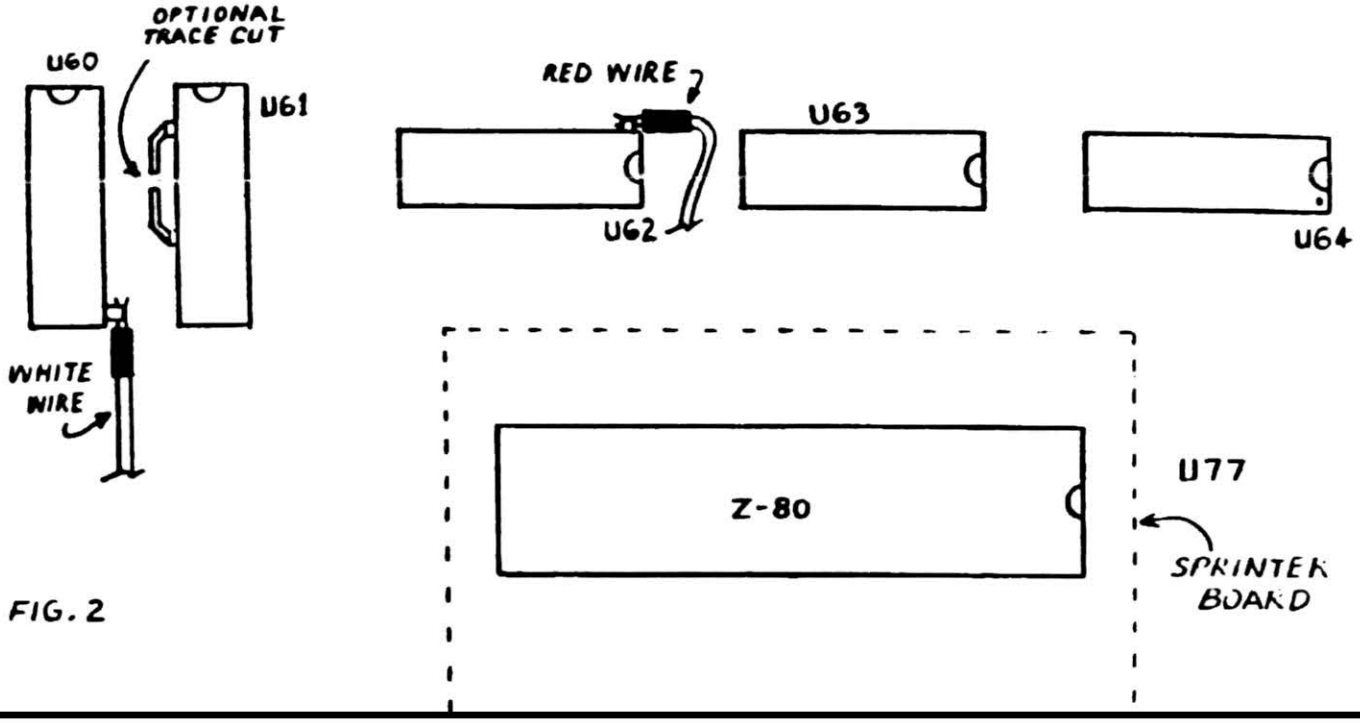

FIG. 2
<> Refering to fig. 2, push the solderless clip at the end of the red wire onto pin 1 of U-62 on the Model III main circuit board. Place a small piece of tape on or under the wire to keep it in place.
<> Referring once again to fig. 2, push the solderless clip on the end of the white wire onto pin 9 of U-60 (this is the VIDEO signal used to slow the SPRINTER III to normal speed during video operations.) * * SPECIAL NOTE * * YOU MAY BE ABLE TO USE YOUR SPRINTER WITH THE WHITE WIRE DISCONNECTED, ESPECIALLY IF YOU ARE RUNNING AT LESS THAN 5 MHz. YOU MAY WISH TO TRY THE SPRINTER WITHOUT THE WHITE WIRE CONNECTED, THEN CONNECT IT IF YOU HAVE VIDEO PROBLEMS. LEAVING THE WHITE WIRE DISCONNECTED MAY INCREASE THE OPERATING SPEED OF YOUR SYSTEM.
(1) If your system seems to run OK some of the time, but seems to have some minor problems, you may be able to acheive reliable high-speed operation by replacing the first 16K of RAM with some "special" RAM chips available from your dealer or HOLMES ENGINEERING. These enhanced chips have pull-up resistors soldered to the data lines which improve the high speed performance of the enhanced chips AND ANY OTHER RAM CHIPS INSTALLED IN THE MODEL III! (If microcomputer designers would read the manuals published by the comapnies who manufacture the RAM chips, they would put these resistors on the computer's circuit board in the first place!)
(2) If you don't mind cutting a trace on your computer's circuit board, cut the trace connecting U-61 pin 2 to U-61 pin 5 on the top side of the board (see fig. 2). THIS TRACE CUT WILL NOT AFFECT THE NORMAL OPERATION OF YOUR SYSTEM AT ANY SPEED; it will only speed up the timing signals being sent to the memory chips and help high-speed operation.
(3) As a last resort, you may have to replace your RAM chips. If you do so, purchase ONLY PRIME NEC 150 nanosecond chips (upD 416-3) from a reputable dealer (such as HOLMES ENGINEERING or an authorized HOLMES dealer)! Don't buy "bargain basement" chips regardless of their speed ratings or their brand name (there are some "black market" NEC chips around which are no better than unmarked chips). Bargain chips are not worth the lost time and frustration they cause.